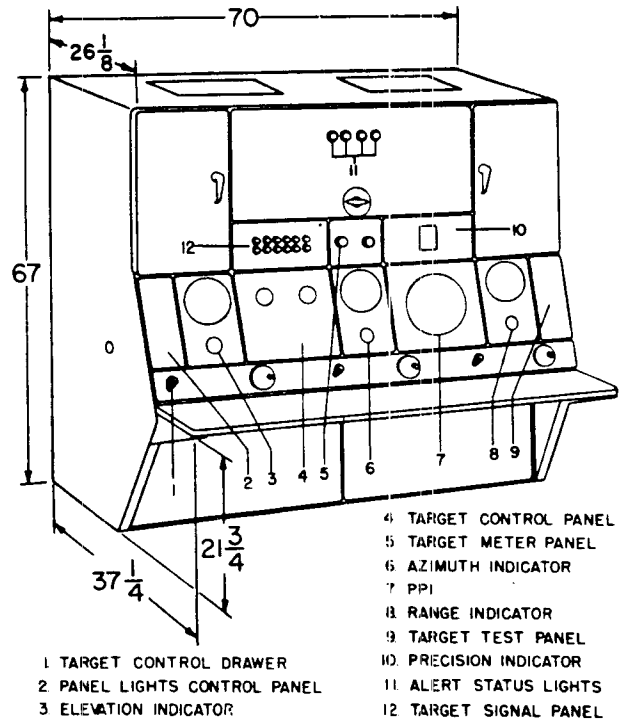

*Figure 25. Target console assembly.*
*b. Target Console Assembly.* This assembly is mounted against the front end of the trailer. It contains the indicators and controls for the three target-tracking radar operators. Figure 25 shows the target console assembly.